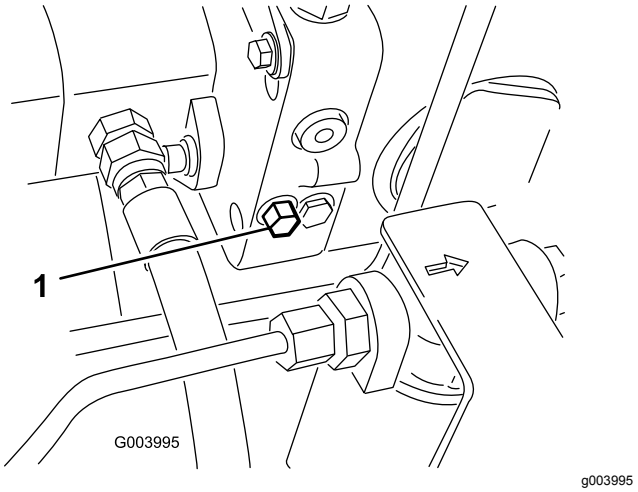

**Figur 37**
1. Omløbsventilen er placeret på venstre side af hydrostaten (Figur 37). Drej bolten 1 1/2 omgang for at åbne den, og lade olien løbe om internt. Da væsken omløbes, kan maskinen flyttes langsomt, uden at gearkassen beskadiges.